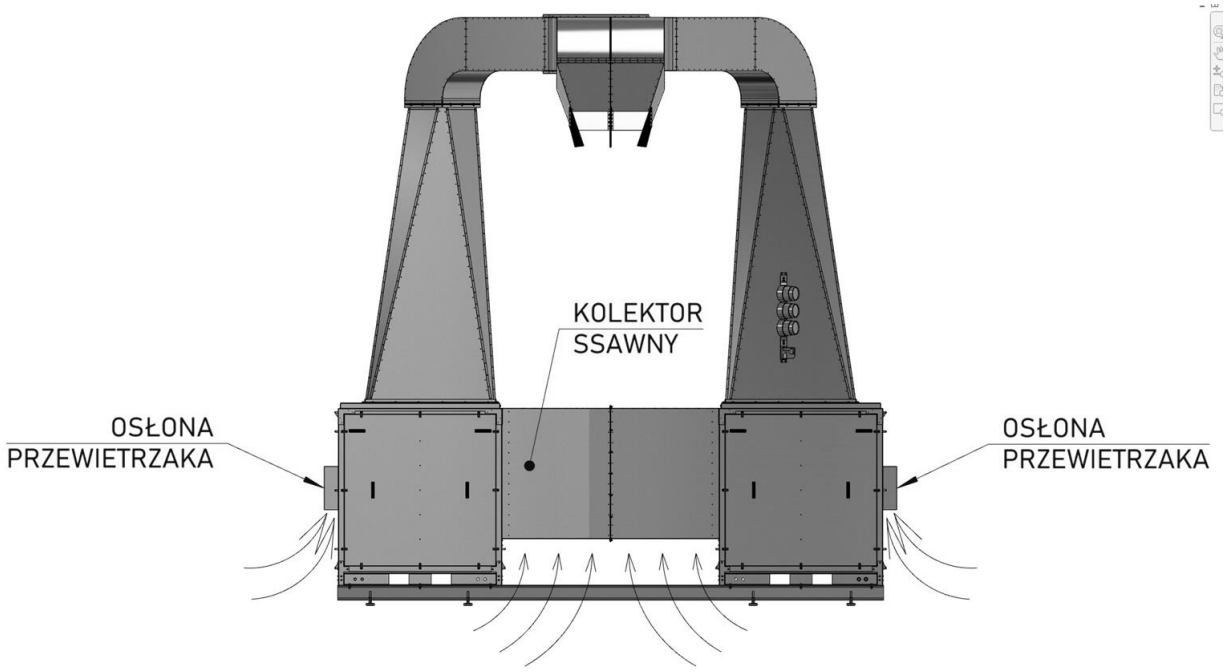

Rysunek 4-1
**NIE ZASŁANIAJ** wlotu do kolektora ssawnego wentylatorów – patrz Rysunek 4-1 na str. 12.
**NIE ZASŁANIAJ** wlotów do przewietrzaków umożliwiających odpowiednie chłodzenie silników wentylatorów – patrz Rysunek 4-1 na str. 12.